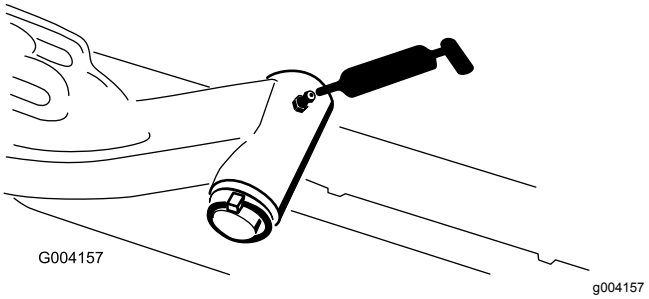

**Figur 79**
- Løftearmenes drejeaksel (1 hver) (Figur 79)